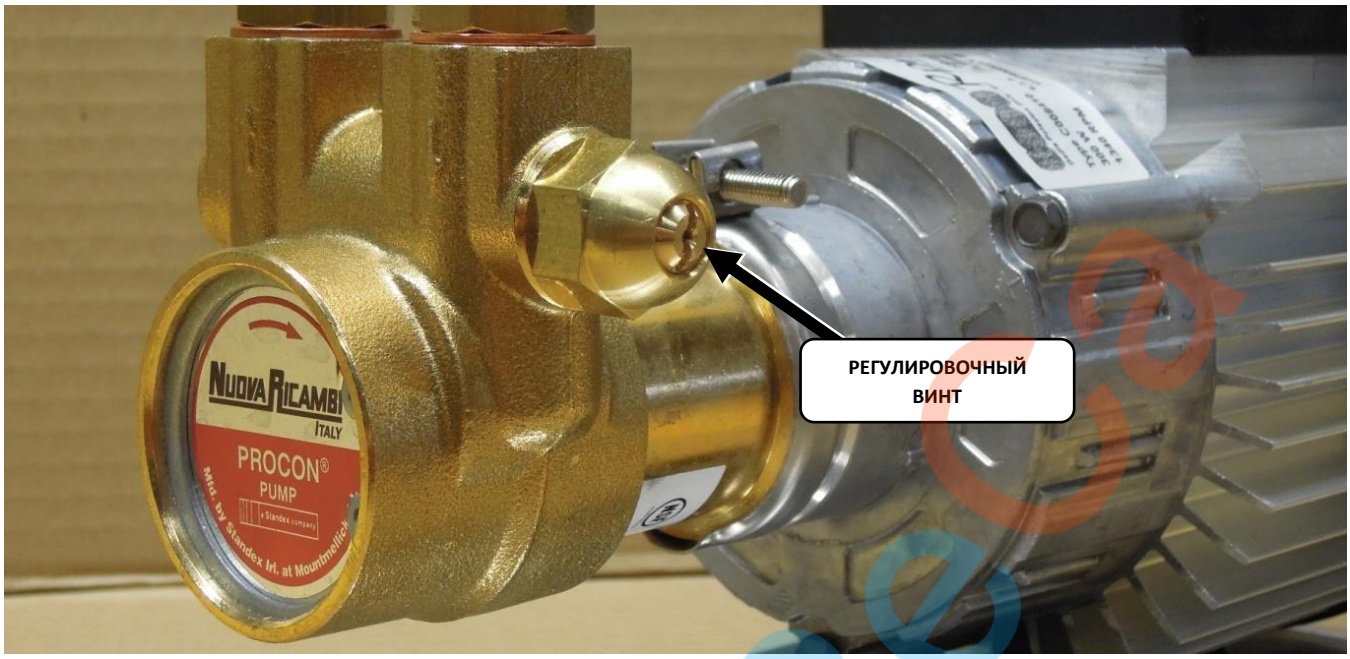

*Рисунок 16. Изображение на помпе регулировочного винта, предназначенного для изменения давления.*
Давление на выходной стороне помпы пропорционально давлению на входной стороне помпы (помпы просто умножает входное давление на установленную величину). Поэтому, вы должны проверить и по возможности отрегулировать давление помпы после установки. Корректировка давления производится путем поворота регулировочного винта на правой стороне латунного корпуса помпы (см. Рисунок 16).
4. Чтобы увеличить давление помпы, поверните установочный винт на корпусе помпы по часовой стрелке (см. рис. 16). Поверните винт против часовой стрелки, чтобы уменьшить давление помпы.